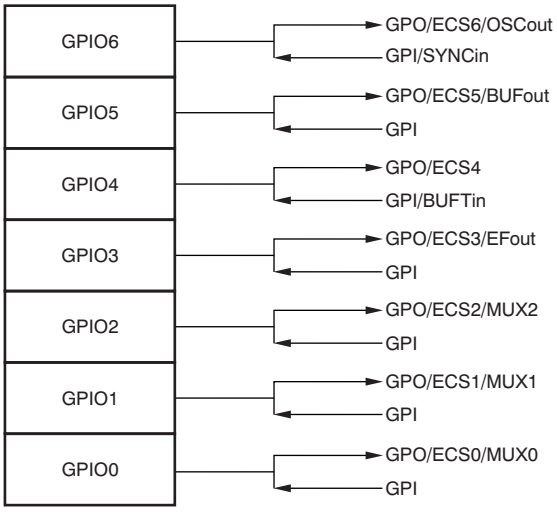

Figure 54. Special Function to Pin Assignment Reference
As shown in Figure 54, the PGA280 has seven multi-function pins labeled GPIO0 through GPIO6. These pins can function as general purpose input-output (GPIO) pins either to read a digital input or to output a digital signal as an interrupt or control. GPIO functions are controlled through Register 5 and Register 8.
(1) Blank register bits are ignored and undefined.
(2) Registers 13 to 15 are for test purposes; read-only.
(3) Power-on reset values are SftwrRst values.
(4) Details for GPIO pin assignments are shown in Figure 54.